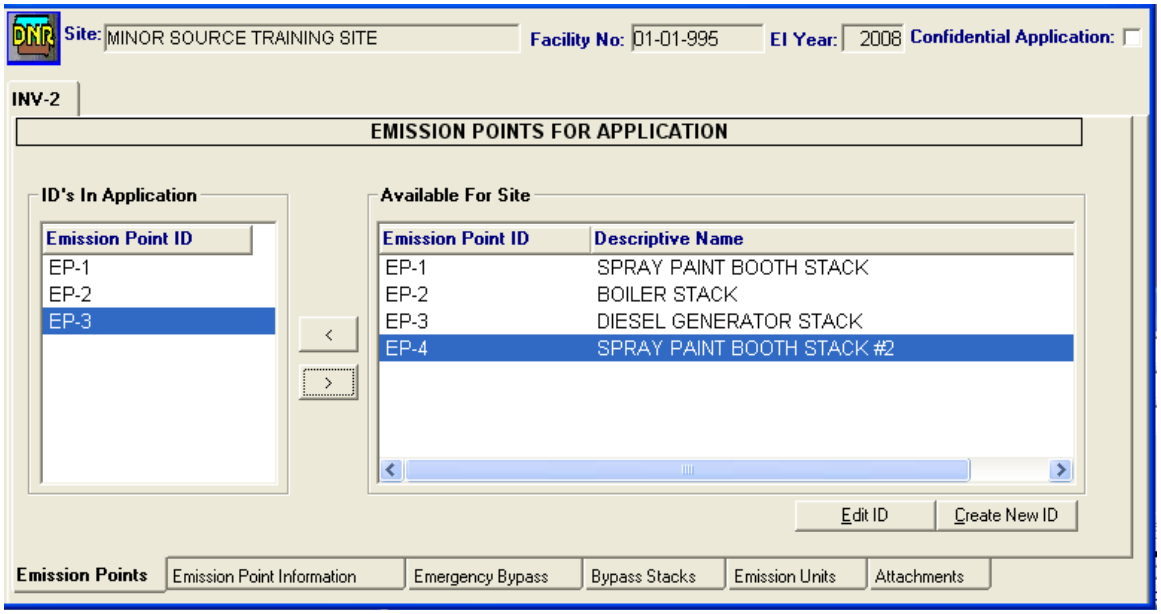

Figure 9.4 – Form INV-2: New Emission Point EP-4 is not part of the new inventory yet.
2. Click the **Emission Points** sub tab. Figure 9.4 shows that the new Emission Point EP-4 is only on the right side of the window (Site Management) and not on the left hand side (inventory).